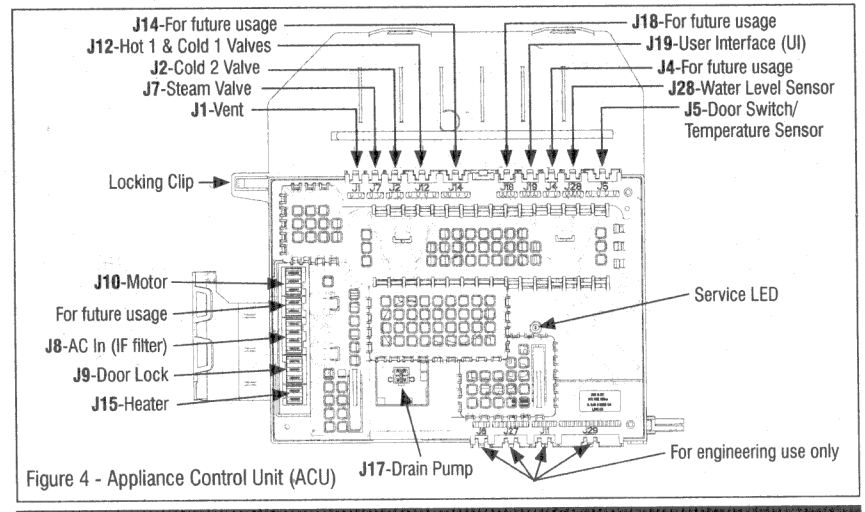

Figure 4 - Appliance Control Unit (ACU)
4. Visually check that all connections to the ACU are fully inserted. See Figure 4, below.
9. With a voltmeter set to **AC**, check for input line voltage to the ACU across pins 1 and 2 of connector **J8** AC In (IF filter). See Figure 4.
3. Visually check that all ACU connectors are inserted all the way into the ACU. See Figure 4.
5. Perform TEST #1: ACU Power Check, page 13, then visually check that connector **J10** is inserted all the way into the ACU. Refer to Figure 4 on page 13.